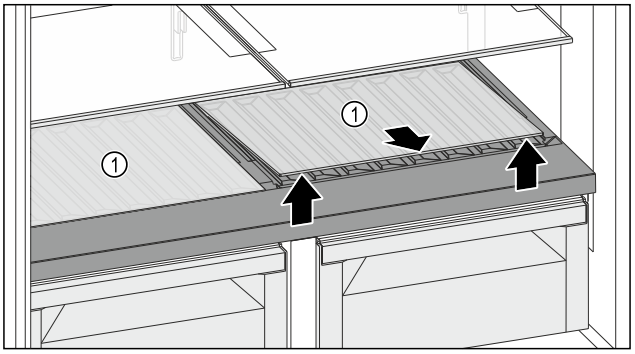

Fig. 132
▶ Lift one or both of the glass shelves *Fig. 132 (1)* in the front at the recess and pull it/them out.
▶ Store the glass shelf(ves) *Fig. 132 (1)* somewhere safe outside of the appliance.